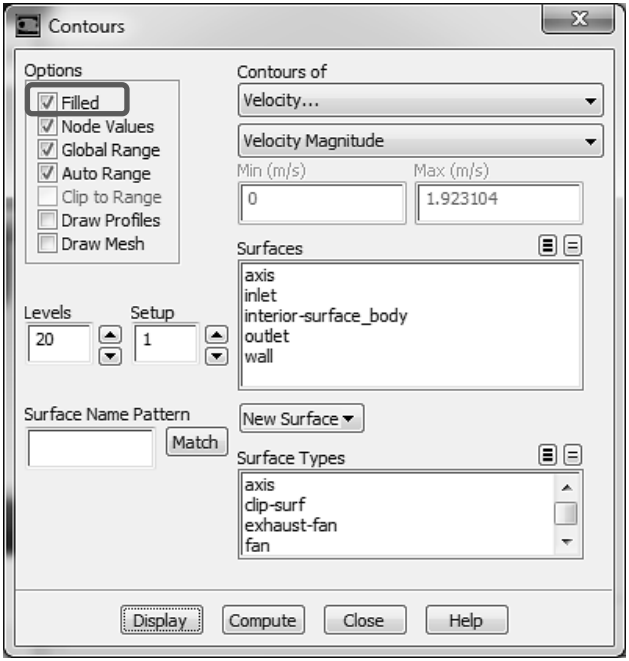
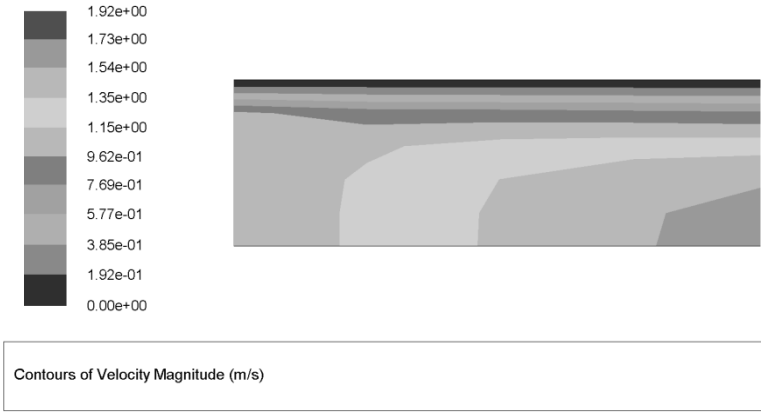

Рис. 64.
Рис. 65.
6) Поле модуля скорости можно представить в виде зон, в которых пространство между изолиниями окрашено в определенный цвет, соответствующий значению модулю скорости, указанному на шкале, расположенной в левой части графического окна. Для этого в окне Contours в разделе Options следует установить галочку рядом с Filled и нажать на кнопку Display, рис. 64. В графическом окне появится окрашенное поле контуров модуля скорости, рис. 65.